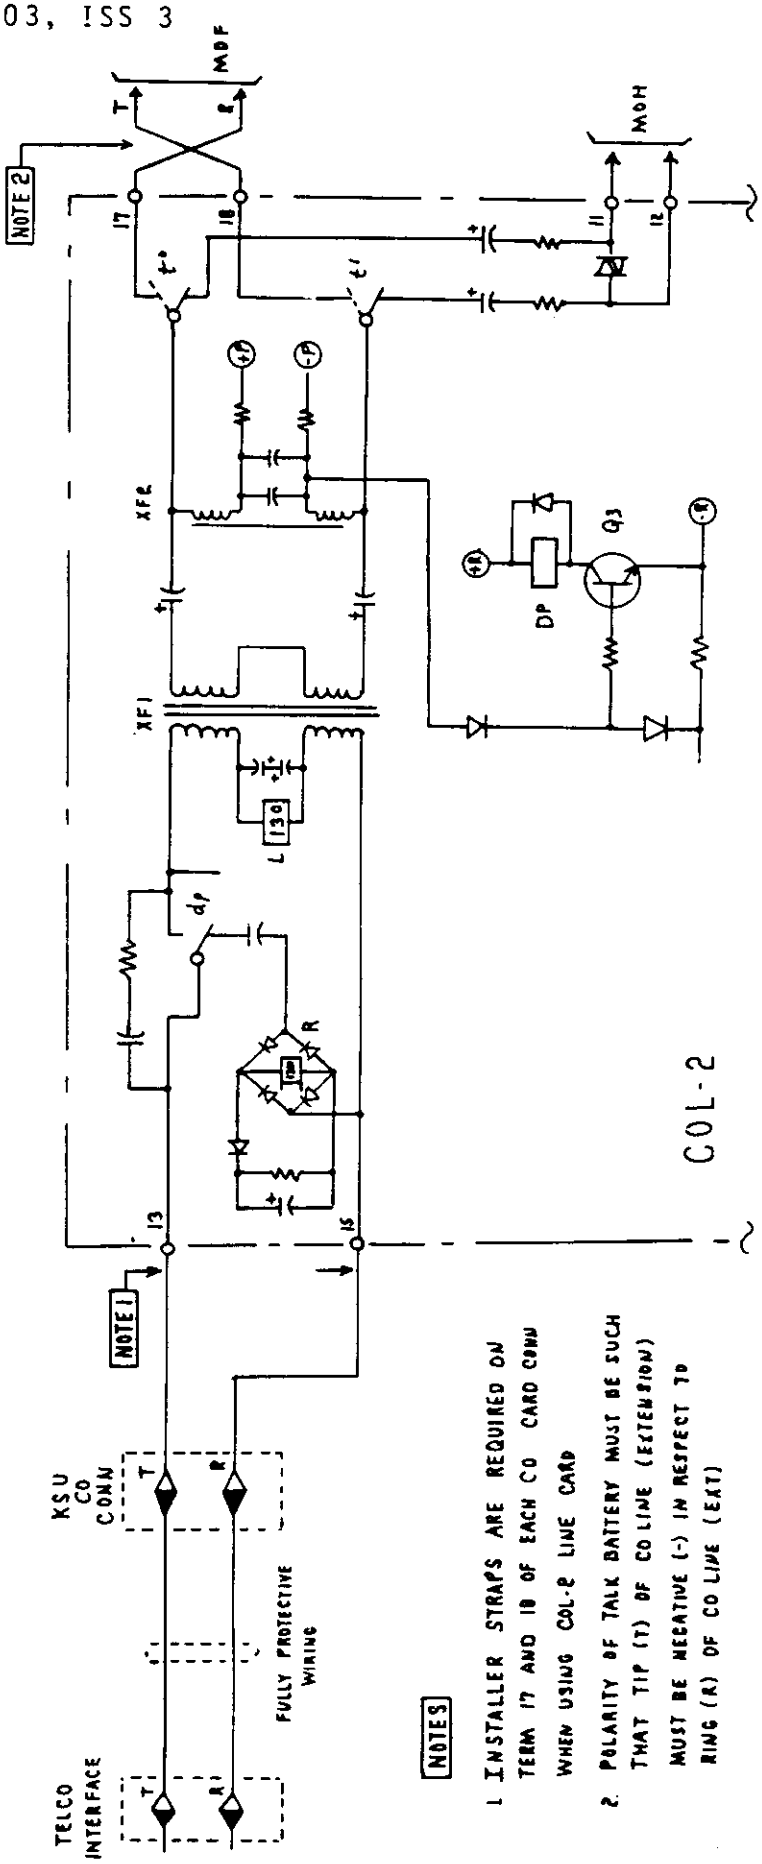

Figure 4 COL-2 CO Line Circuit
b. The COL-2 cannot be installed in the FCC Registered BT 1530-3 KSU until two (2) installer straps are made on each CO Line card connector.
d. Figure 4 illustrates the CO line circuit when the COL-2 is DIRECT CONNECTED.